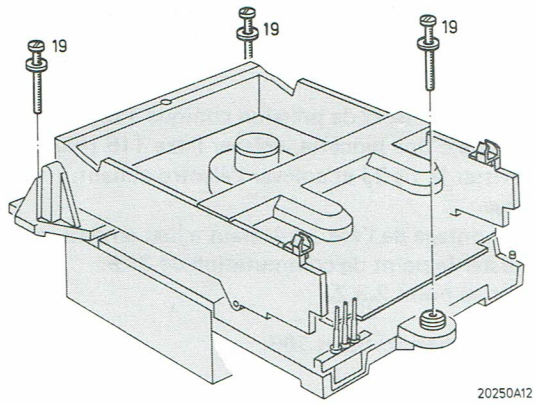
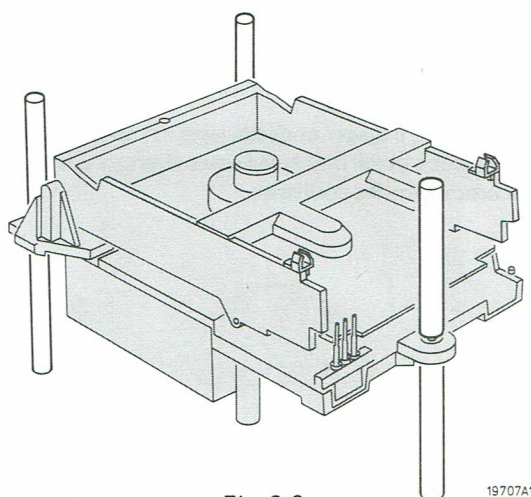

Fig. 2.4
Fig. 2.6
- Extraire complètement les vis 19 (3x) (Fig. 2.4.).
En cas de réparations majeures, le câblage du mécanisme devra être détaché et le mécanisme devra être placé sur les supports de service (Fig. 2.6.).
- Dévisser les vis 19 3x (Fig. 2.4) et placer le mécanisme sur les supports service, au-dessus des points de fixation (Fig. 2.6.).